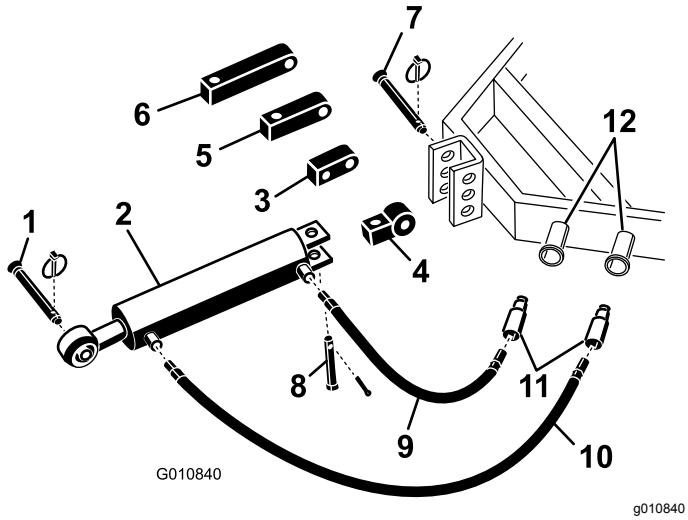

**Figuur 5**
1. Bevestig het uiteinde van de hydraulische bovenste schakel aan de tractie-eenheid met behulp van de pennen die bij de tractie-eenheid zijn geleverd (Figuur 5).
**Opmerking:** Als u de hydraulische cilinder moet plaatsen met de poorten naar boven gericht, gebruik dan het draaiblok in plaats van het standaard montageblok om de cilinder te herplaatsen (Figuur 5). U mag de hydraulische 90°-fitting gebruiken in plaats van het draaiblok (90°-fittings worden niet meegeleverd).
A. Verwijder de borgpen en pen waarmee het standaard verbindingsstuk aan de cilinder is bevestigd (Figuur 5). Verwijder het verbindingsstuk van de cilinder.
B. Monteer het draaiblok op de cilinder met de pennen die u eerder hebt verwijderd (Figuur 5).
2. Sluit de lange hydraulische slang van 106 cm aan op de poort van de bovenste hydraulische schakel die zich het dichtst bij de beluchter bevindt Figuur 5. Breng schroefdraadafdichtingstape of afdichtingsmiddel aan op de draaduiteinden van de slangen om lekken te voorkomen.
3. Sluit de korte hydraulische slang van 76 cm aan op de poort van de bovenste hydraulische schakel die zich het dichtst bij de tractie-eenheid bevindt (Figuur 5). Breng schroefdraadafdichtingstape of afdichtingsmiddel aan op de draaduiteinden van de slangen om lekken te voorkomen.
Als de hydraulische cilinder de montagebeugel van de beluchter niet bereikt, gebruik dan een verlengblok in plaats van het standaard montageblok om de cilinder aan de tractie-eenheid te bevestigen (Figuur 5).
B. Monteer een verlengblok met de gewenste lengte aan de cilinder met de pennen die u eerder hebt verwijderd (Figuur 5).